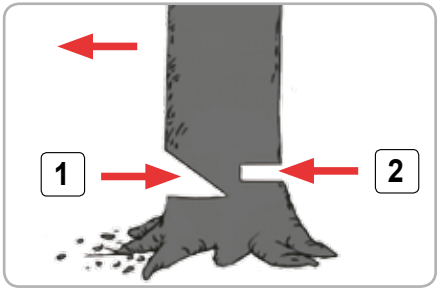

Fig.8
**Doborârea copacilor (fig.8):**
- Luați în calcul căderea copacului și tăiați o pană într-o treime din diametrul copacului (fig.8, poz.1).
- Efectuați o tăietură de separare la un nivel deasupra penei de coborâre din direcția opusă (fig.8, poz.2).